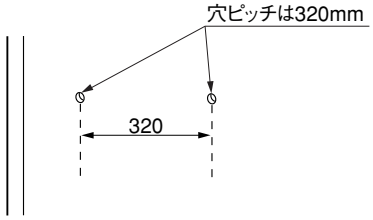

図4-3
❶ 柱などにニードルまたはドライバー等で下穴をあけてください。（図4-3参照）